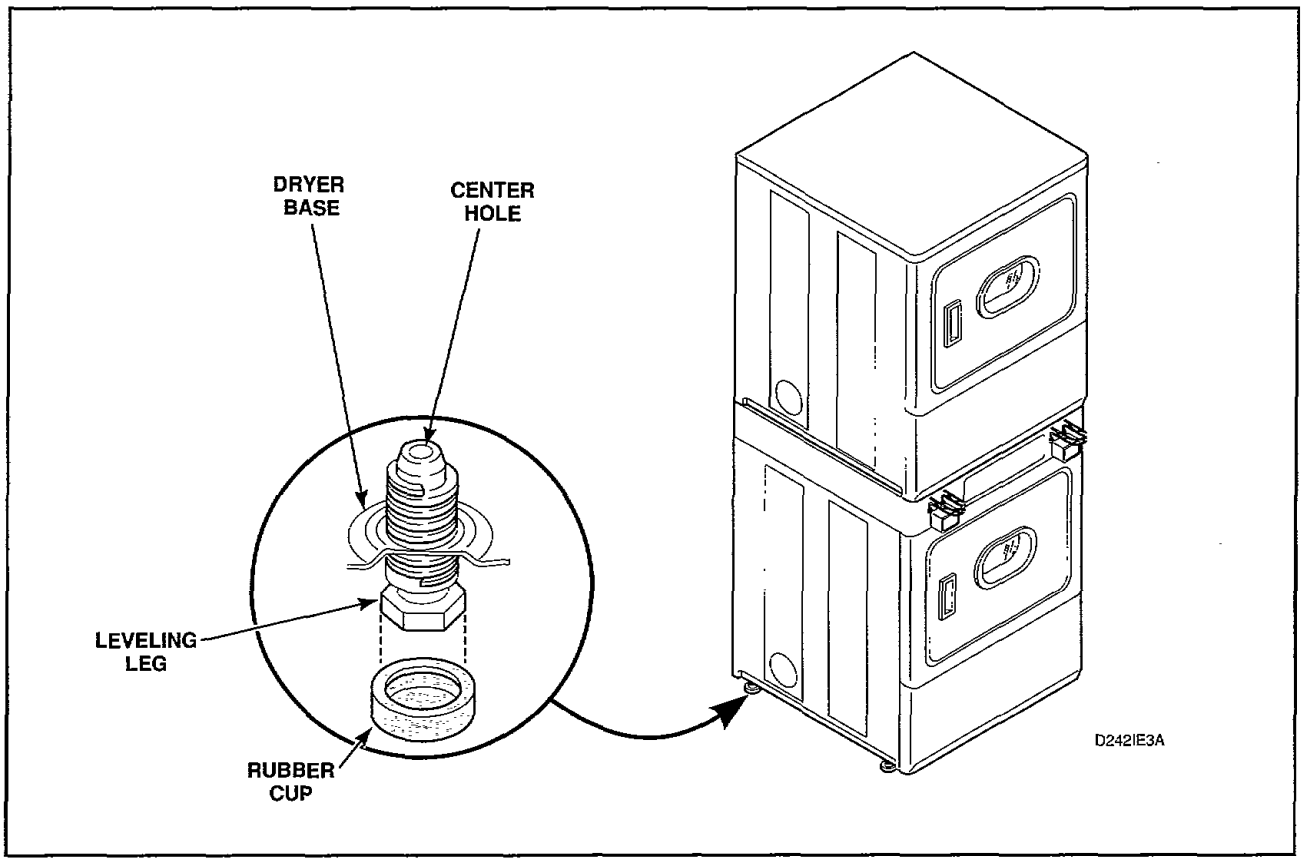

Figure 46
37. LEVELING LEGS *(Figure 46)*
c. Place a rubber cup (supplied with dryer) under each of the leveling legs, *Figure 46.*